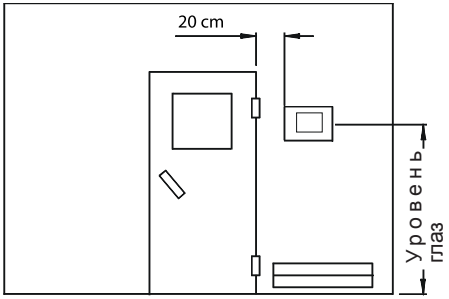
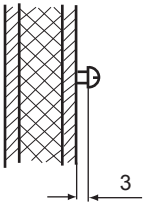
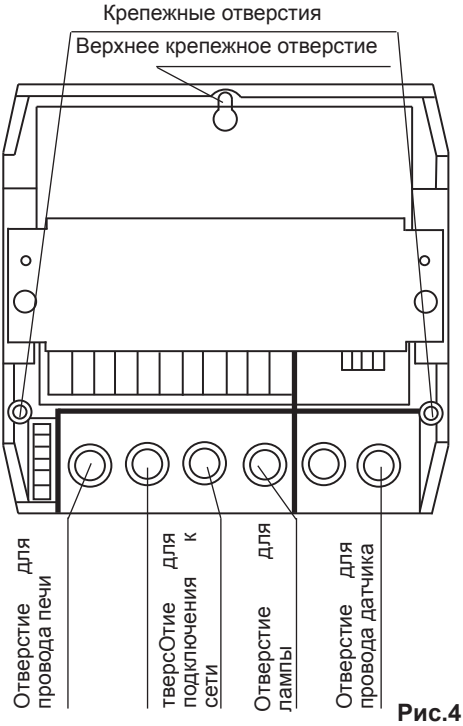
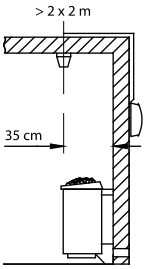

Рис. 3
Рис. 3.2
Рис.4
Рис. 9
1. Снимите крышку контроллера. Для этого ослабьте соединительные винты под шкалой управления. С помощью подходящего острого ножа расширьте отверстия для прокладки кабелей (Рис. 4). Отверстия Ж 3 мм для шурупов, входящих в комплект поставки, 4 x 20 мм, наносятся в соответствии с размерами, указанными на рис. 3 + 3.1.
2. Вкрутите один их шурупов в верхнее среднее крепежное отверстие (Рис.9). На этот шуруп навешивается контроллер. Поэтому шуруп должен выступать приблизительно на 3 мм (Рис. 3.2)
3. Навесьте контроллер на шуруп в верхнем крепежном отверстии, выступающий на 3 мм. Протяните соединительный кабель через предварительно расширенные отверстия и привинтите нижнюю часть корпуса болтами в обоих нижних отверстиях (рис.9) к стенке или крыше парилки (Рис. 4).